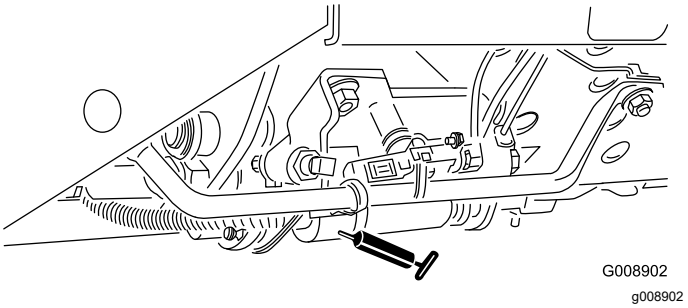

Figuur 64
- Schuif voor maaien/transport (Figuur 64)